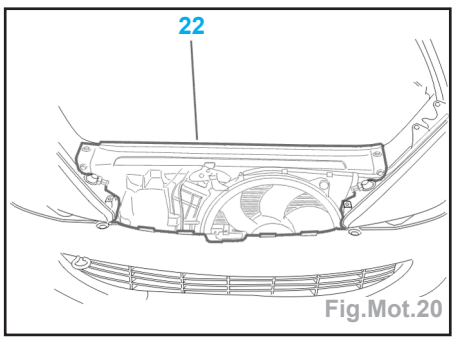

Fig.Mot.20
- Écarter la déshydrateur (21) sans débrancher les tuyaux.
- Déposer l'ensemble (22) (Fig.Mot.20).